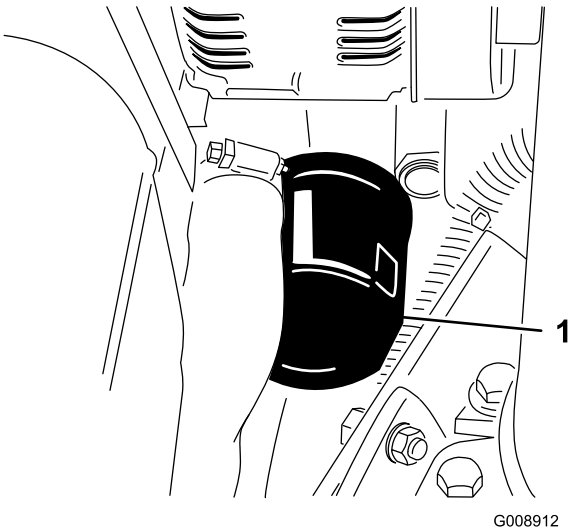

Figuur 48
2. Verwijder het oliefilter (Figuur 48). Smeer een dun laagje schone olie op de nieuwe filterpakking voordat u deze vastschroeft. **Niet te vast draaien.**